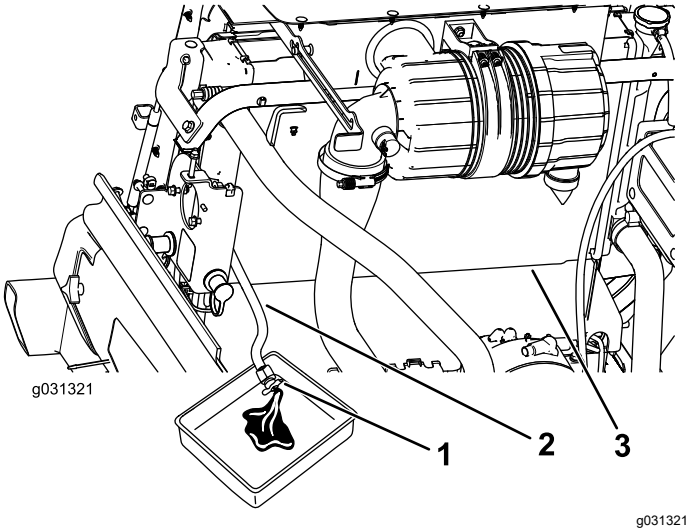

Figuur 123
3. Plaats de aftapslang van de radiateur in een opvangbak, open het aftapventiel van de radiateurslang en laat de vloeistof in de opvangbak lopen (Figuur 123).
4. Sluit het ventiel van de aftapslang van de radiateur (Figuur 123).